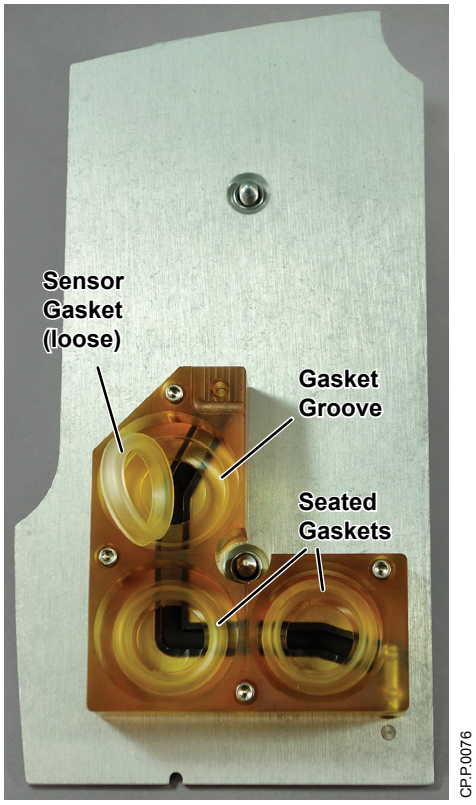

Figure 6-20 Reverse side of sensor cover
4. Verify that on the reverse side of the sensor cover, all three sensor gaskets are seated in their respective gasket grooves (see Figure 6-20).